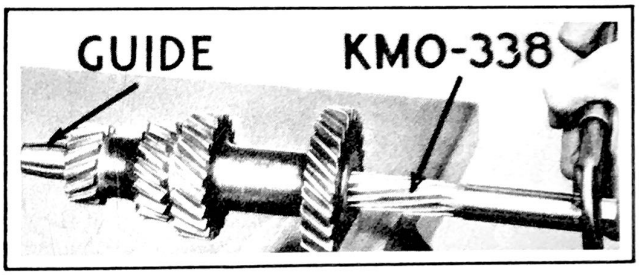

Figure 239 - Reaming Countershaft Gear Cluster Bushings With Tool KMO-338
44. Insert reamer guide in one end of gear cluster, install Bushing Reamer KMO 338 and ream bushing to size. Repeat operation on remaining bushing. See Fig. 239.
47. Insert reamer guide in one end of bushing, install Bushing Reamer KMO 338 and ream bushing to size. See Fig. 239.